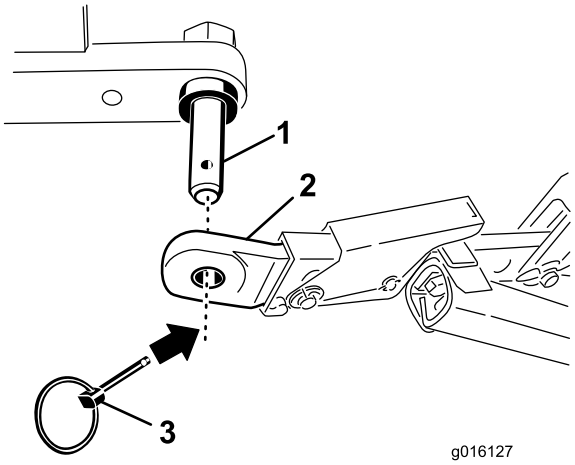

Figur 3
4. Fäst de nedre länkarmarna på luftarens monteringspinnar med hjulsprintarna (Figur 3).